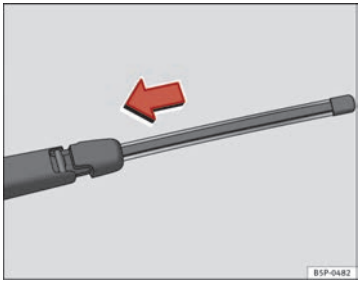

Fig. 142 Fitting the rear window wiper blade
– Place the blade as shown in the ⇒ Fig. 142 and slide the adapter along until it engages.